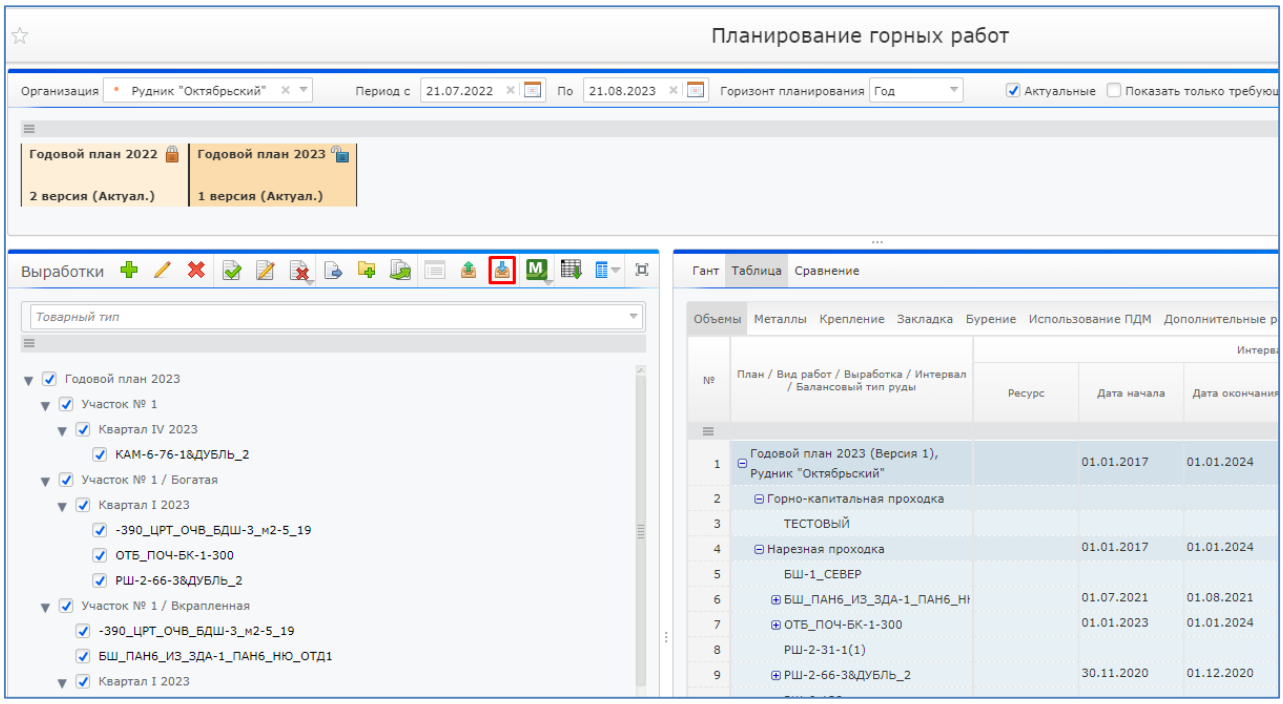

Рисунок 12. Кнопка «Загрузка данных из ГГИС»
2. В блоке «Выработки» нажать на кнопку «Загрузка данных из ГГИС» (Рисунок 12);